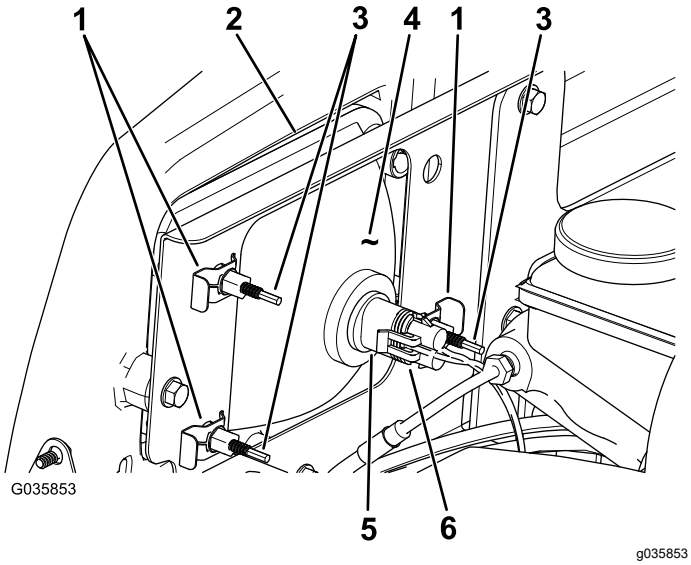

Figur 53
3. Frakobl det elektriske stik til ledningsnettet fra stikket på lampesamlingen (Figur 53).
4. Afmonter klemmerne, der fastgør forlygten til forlygtebeslaget (Figur 53).
5. Fjern forlygteenheden ved at føre den fremad og ud gennem åbningen i forkofangeren (Figur 53).
6. Monter den nye forlygte gennem åbningen i kofangeren (Figur 53).
8. Tilslut det elektriske stik til ledningsnettet til stikket på lampesamlingen (Figur 53).
2. Drej justeringsskruer (Figur 53) bag på forlygteenheden for at dreje forlygteenheden og rette positionen af lygtens lysstråle ind.